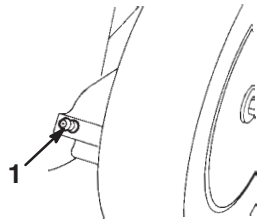

Bild 19
5. Wischen Sie die Schmiernippel mit einem sauberen Lappen ab (Bild 19).